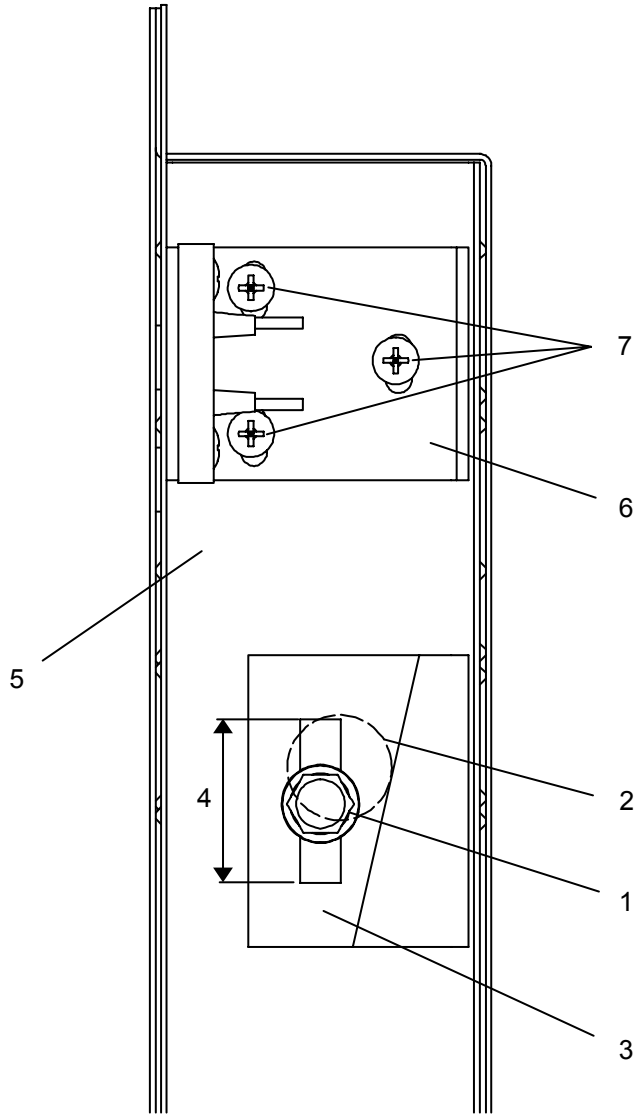

Bild 52 Slutbleck
10. Kontrollera glappet vid stängd dörr. Om glappet är för stort finns det risk att dörrkontakten inte sluter. Är glappet för litet blir inte låsingreppet rätt. Vid behov, justera slutblecket se Bild 52.